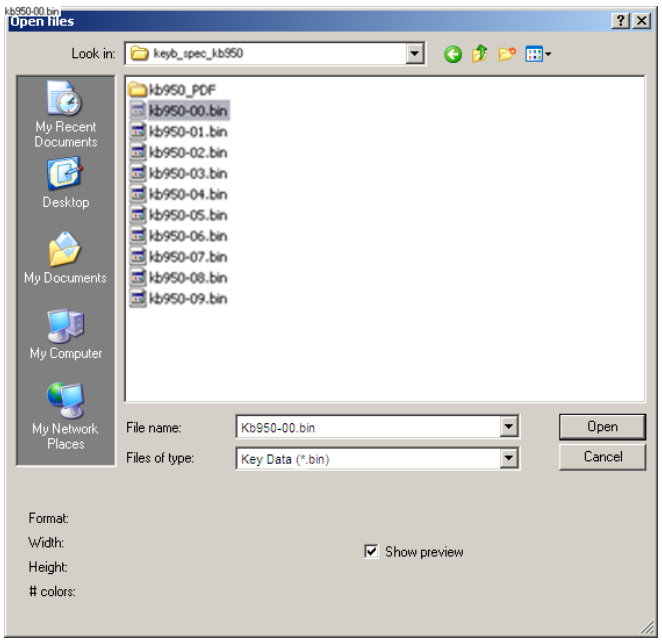

Figure 8.9-13 Selection of settings file for programming
- Open file with settings for the Special keyboard device programming. For this run the main menu's command «File» ⇨ «Open», in the standard dialog window «Open» select the required file and click Open (Figure 8.9-13).